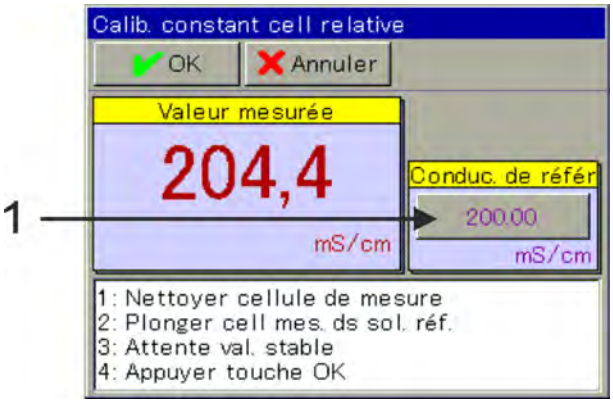

Fig. 69: Pour modifier la conductivité de référence, appuyer sur le bouton (pos. 1).
Si nécessaire, adaptez la valeur de la conductivité de référence (voir Fig. 69 , pos. 1) à la valeur de simulation de la résistance sélectionnée.
Réglez la conductivité de référence sur 5 000 uS/cm (pour la sonde 1024xxx bleue) ou 4 530 uS/cm (pour la sonde 2552xx blanche) (voir Fig. 69 , pos. 1).